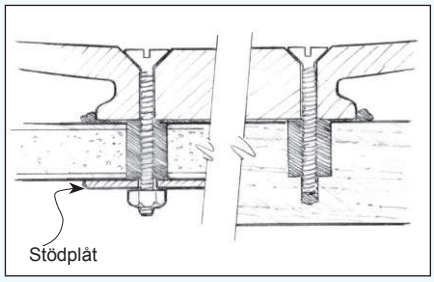

Figur 18 Dra åt muttrarna försiktigt tills lite epoxi kläms ut.
5. Passa in beslaget på plats och skruva åt försiktigt tills lite epoxi kläms ut *(Figur 18)*.